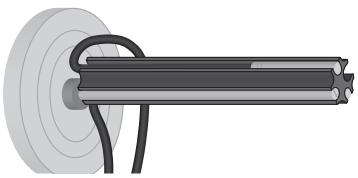

Bild 12: Der Fühler des Thermometers und die Temperaturfühler schließen bündig mit der Stirnseite des Steckmoduls ab bzw. stehen leicht über.
3. Richten Sie das Thermometer und die Temperaturfühler so aus, dass sie bündig mit der Stirnseite abschließen bzw. leicht überstehen (▶ *Bild 12*).